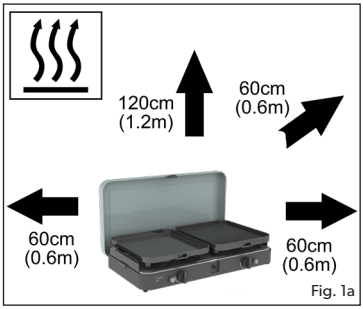

Fig. 1a
- Assurez-vous que l'appareil est utilisé à distance de toute matière inflammable. Distances de sécurité minimales : au-dessus de l'appareil : 1.2m, à l'arrière et sur les côtés : 60cm (Fig. 1a).